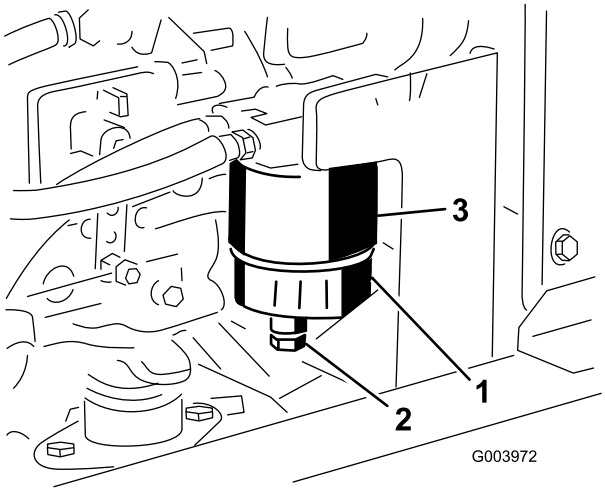

Rysunek 63
Codziennie spuszczaj wodę lub inne zanieczyszczenia z separatora wody (Rysunek 63).
2. Odkręć korek spustowy od spodu wkładu filtra i odczekaj, aż woda spłynie z filtra (Rysunek 63).
Wkład filtra (Rysunek 63) wymieniaj co 400 godzin pracy.
1. Wyczyść obszar wokół obudowy filtra (Rysunek 63).